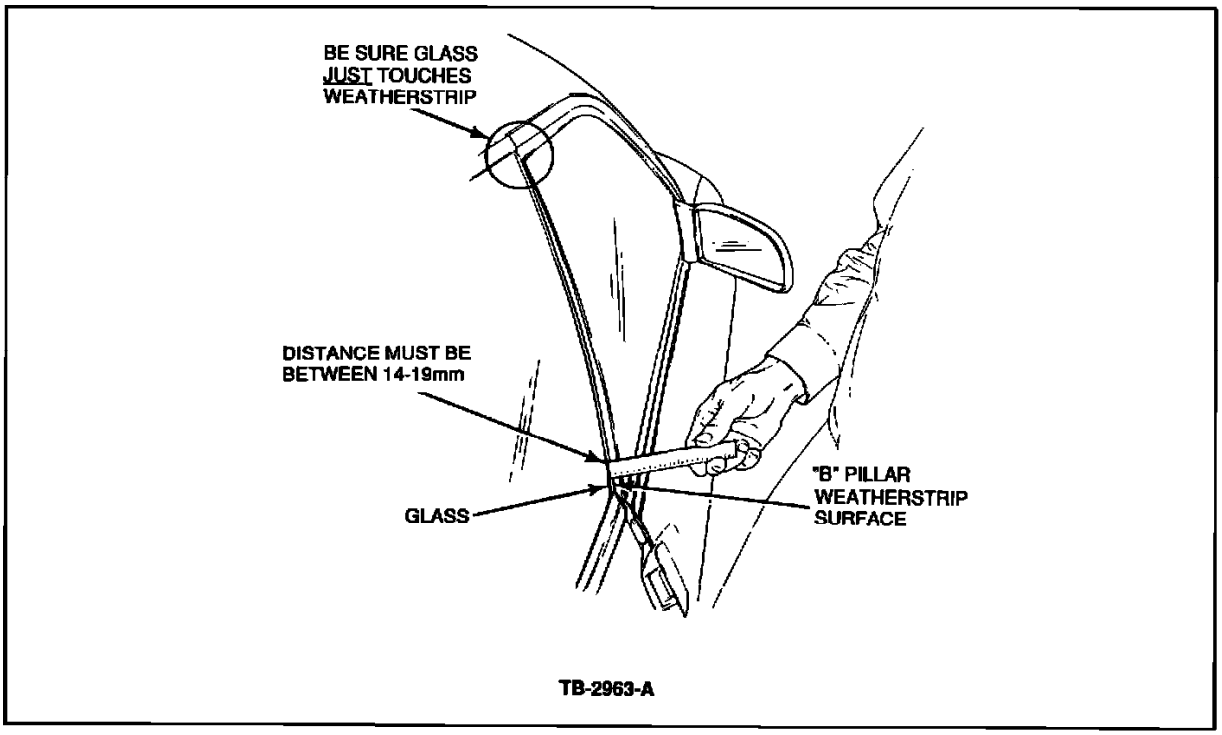

Figure 3
e. Recheck the distance between the "B" pillar weather strip surface and the outside of the glass. See Figure 3.